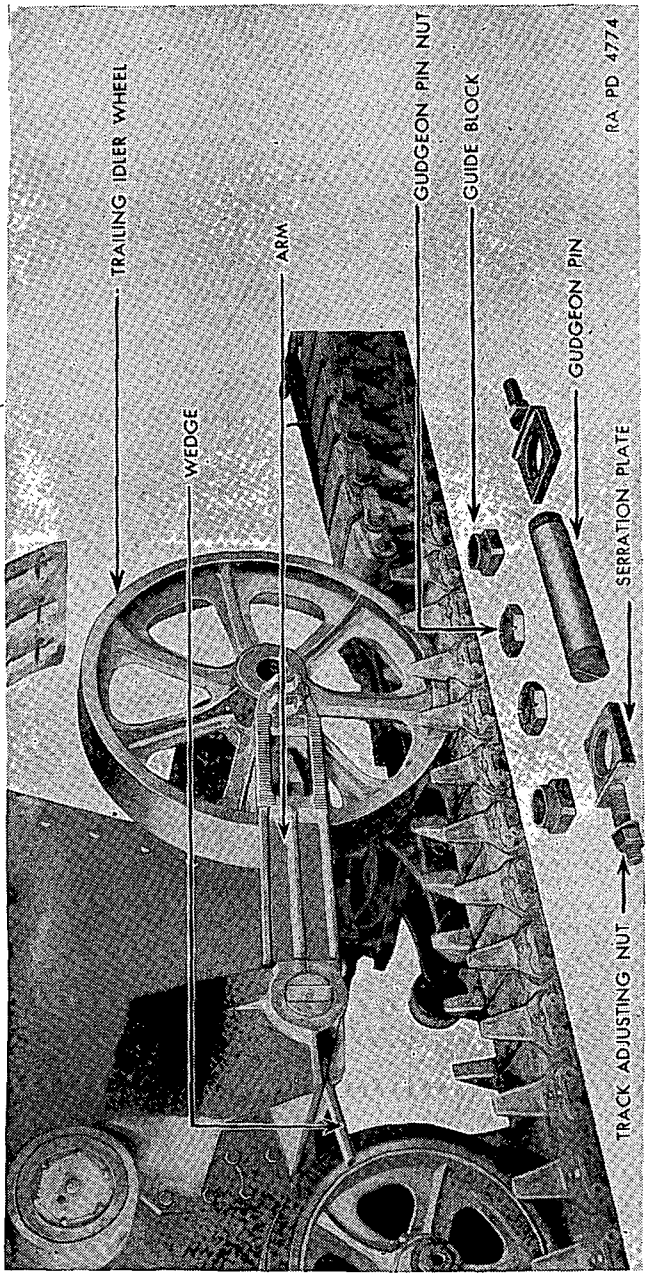

FIGURE 79.—Trailing idler wheel disassembly.
(1) *Removal of trailing idler wheel* (fig. 79).—(*a*) Disconnect track (see par. 113*d*).